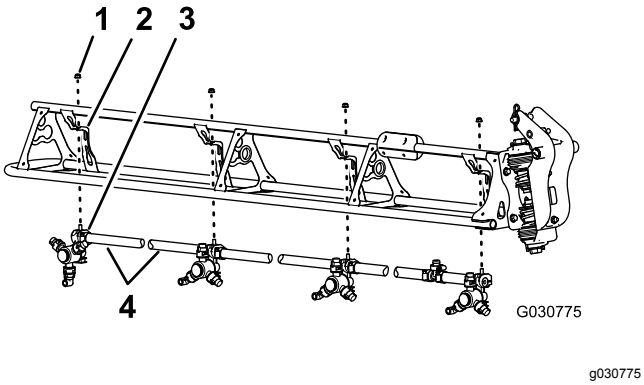

Figur 132
1. Kutt slangen mellom to sprederdyser (Figur 132).
2. Fjern flenslåsemutteren (5/16 tomme) som fester sprederdysen til dysestøtten (Figur 132).